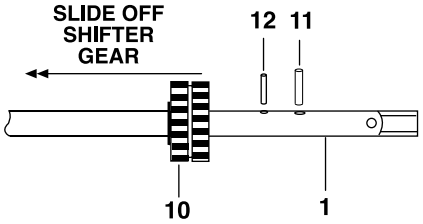

Figure 4
3. Slide off the gearbox cover (item 3). Make sure that the shifter shaft stays in low gear and does not come out with the gearbox cover. (Otherwise, the ball and spring will be lost in the grease, see items 8 and 9, Figure 4). Then, remove the six gearbox cover screws (item 4) and gearbox cover (item 3).
4. Remove the cover gasket (item 5). Use care not to tear or damage it.
6. Remove the crankshaft (item 1) by tapping it out from behind the mounting plate (see Figure 4). Be prepared to catch the detent ball (item 8) and spring (item 9) as you remove the crankshaft.
7. Remove the spring pin (item 12) from the crankshaft (item 1) then slide off the shifter gear (item 10) and remove the retaining pin (item 11).